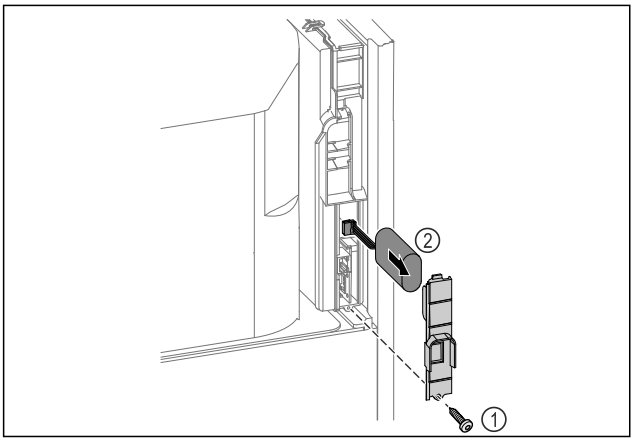

Fig. 222
▶ Deșurubați șurubul și scoateți capacul de pe partea din spate a aparatului *Fig. 222 (1)*.
▶ Deconectați și scoateți bateria *Fig. 222 (2)*.